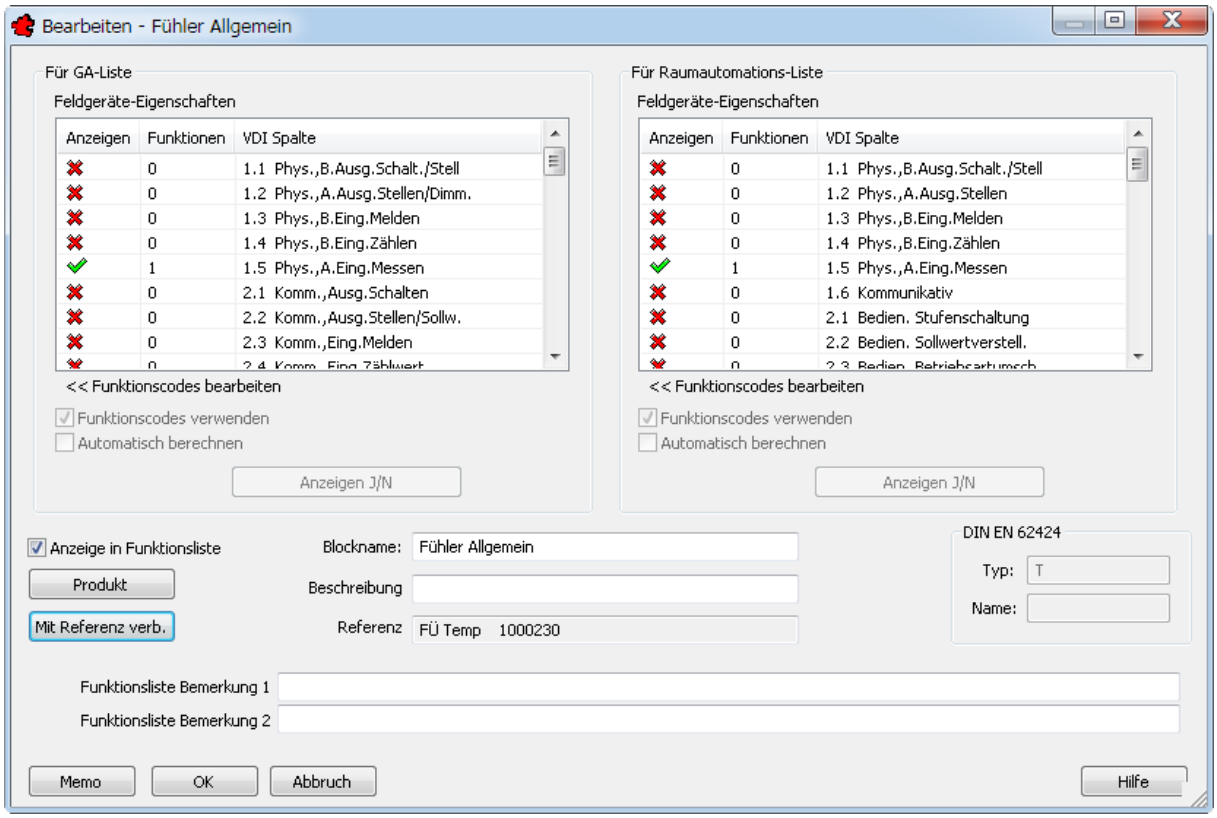

Bild 32.27 – Die Daten des Referenzobjekts werden dynamisch mit dem Block verknüpft
- Klicken Sie im Dialogfeld *Bearbeiten Fühler* auf *Mit Referenz verb.* (vgl. Abb. 32.27) und wählen Sie dann in der Referenzverwaltung die neue Referenz *FÜ Temp <Referenznummer>*. Bestätigen Sie.
Die Daten des Referenzobjekts werden damit in den Fühler übernommen (Abb. 32.27).